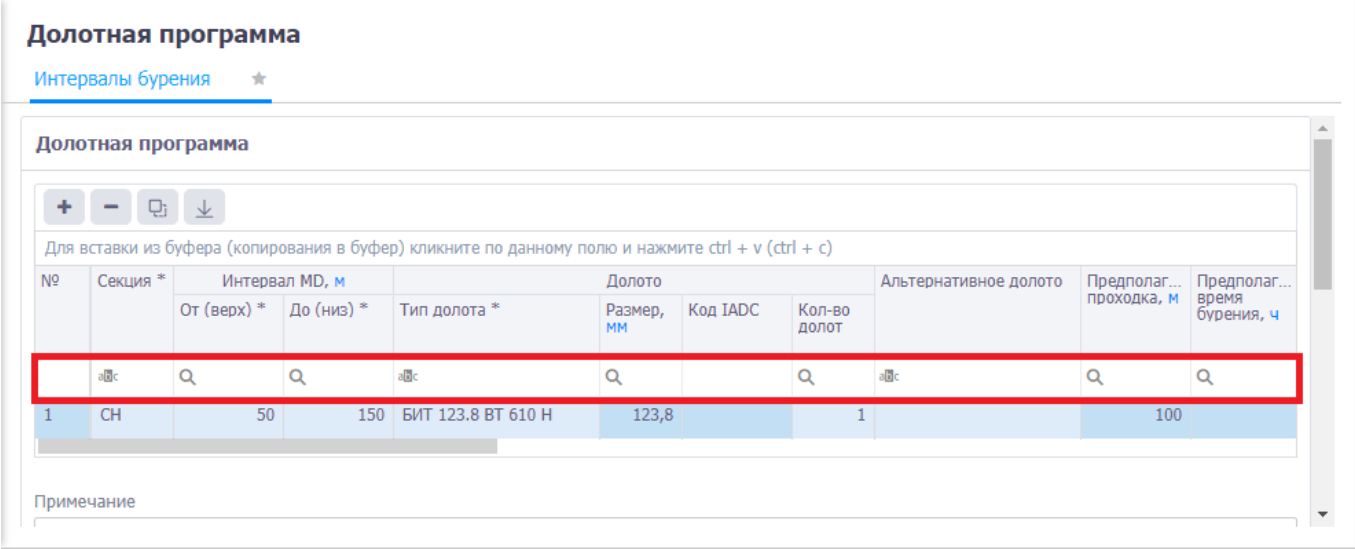

Рис. 2.5
- Отображение фильтров у таблиц. Если установлен переключатель , то в таблице отображается строка фильтров (рис. 2.5). Поиск с помощью фильтра описан в разделе 2.2.2 Поиск (текстовый фильтр).